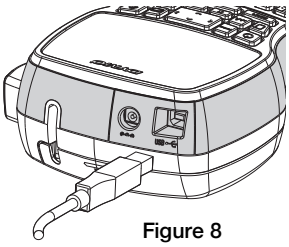

Figure 8
1. Plug the USB cable into the USB port on the top of the label maker. See Figure 8.